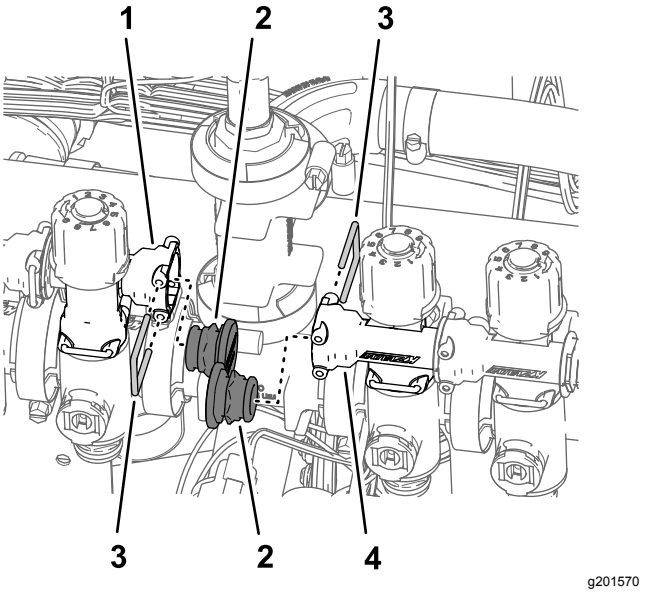

Figur 98
3. Afmonter holderne, der fastgør propperne i soklerne på lynfrakoblingsfittingen ved dyseventil 5 og dyseventil 6, og fjern propperne (Figur 98).